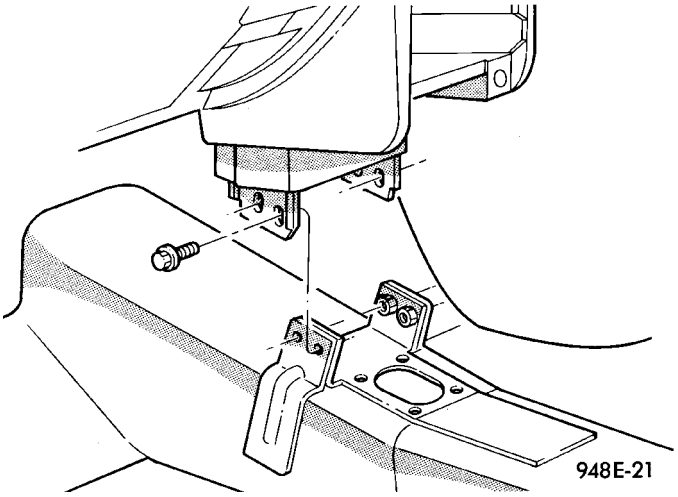
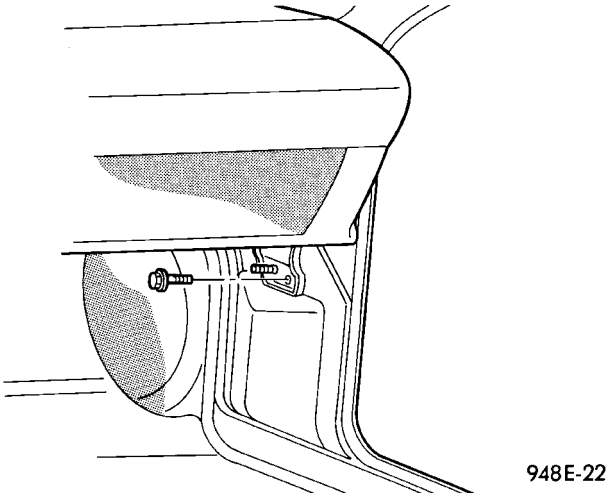

Fig. 24 Soporte central del suelo de la carrocería
Fig. 25 Soporte lateral
(10) Desconecte la columna de dirección de la junta de unión inferior.
(11) Desconecte el cable de interbloqueo del cambiador ATX en el cambiador, si el vehículo lo tiene instalado.
(12) Desconecte el cableado del tablero de instrumentos según sea necesario.
(13) Retire los cuatro tornillos de fijación del soporte central del suelo de la carrocería (Fig. 24).
(14) Retire los cuatro tornillos de fijación de la columna de dirección.
(15) Retire las cuatro tuercas de la parte superior del cubretablero.
(16) Retire los tornillos de fijación del soporte lateral del cubretablero inferior derecho (Fig. 25).
(17) Retire los dos tornillos de fijación del lado superior izquierdo y del lado superior derecho del cubretablero.
(18) Tire del tablero de instrumentos hacia atrás para separarlo del salpicadero/cámara impelente.
(19) Retire el tablero de instrumentos del vehículo.